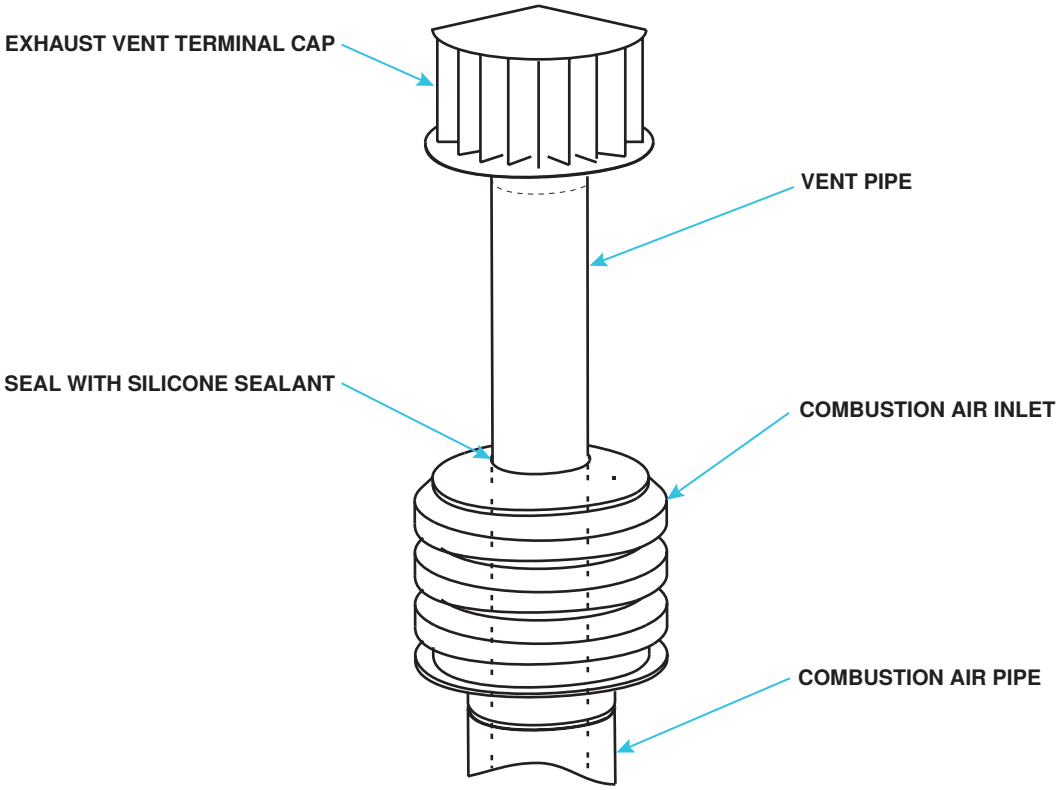

Figure 22. Combustion Air Inlet and Vent Terminal Installation
8. Install combustion air inlet (see **Figure 22**):
9. Install exhaust vent terminal (see **Figure 22**) in accordance with **Figure 8**.